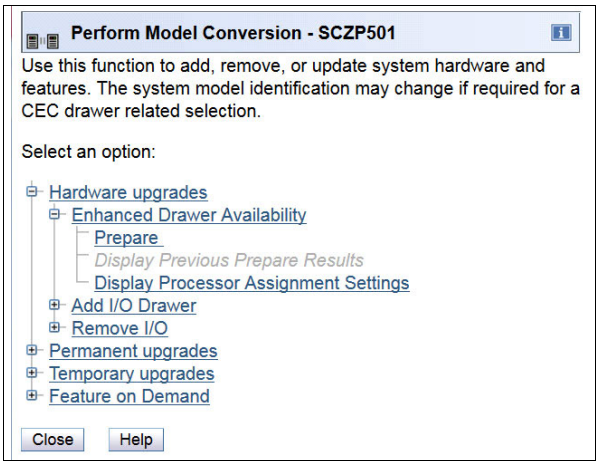

Figure 9-4 Clicking Prepare for Enhanced Drawer Availability
For the EDA process, this is the preparation phase. It is started from the SE, either directly or on the HMC by using the **Single object operation** option on the Perform Model Conversion window from the CPC configuration task list, as shown in Figure 9-4 on page 361.
The preparation step can be run without performing a drawer replacement. You can use it to dynamically adjust the operational configuration for drawer repair or replacement before IBM SSR activity. Figure 9-4 shows the Perform Model Conversion window where you click **Prepare for Enhanced Drawer Availability**.
5. Rerun the step in Figure 9-4 on page 361 (the Prepare for Enhanced Drawer Availability task) to ensure that the required conditions are all satisfied.